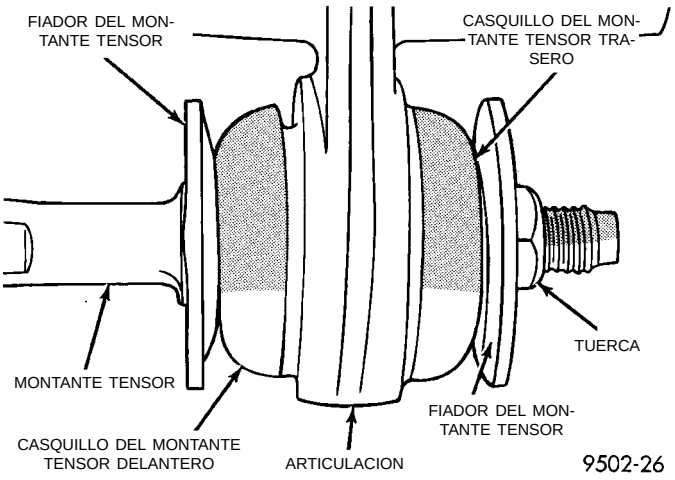

Fig. 19 Casquillos del montante tensor instalados en el montante tensor
(4) Instale el casquillo del montante tensor, el fiador del montante tensor y la tuerca en el montante tensor (Fig. 19). **Cuando instale los fiadores del montante tensor, coloque el lado curvo de los mismos alejado del casquillo y la articulación (Fig. 19).**